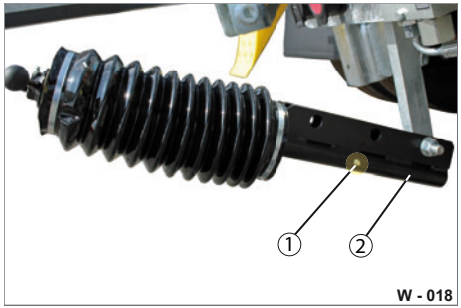

Abb. 14 Höheneinstellung schmieren
▶ Schmieren Sie mit einer Fettpresse die untere Spindel am Schmiernippel (Abb. 14/1) bis zum Fettaustritt ab.